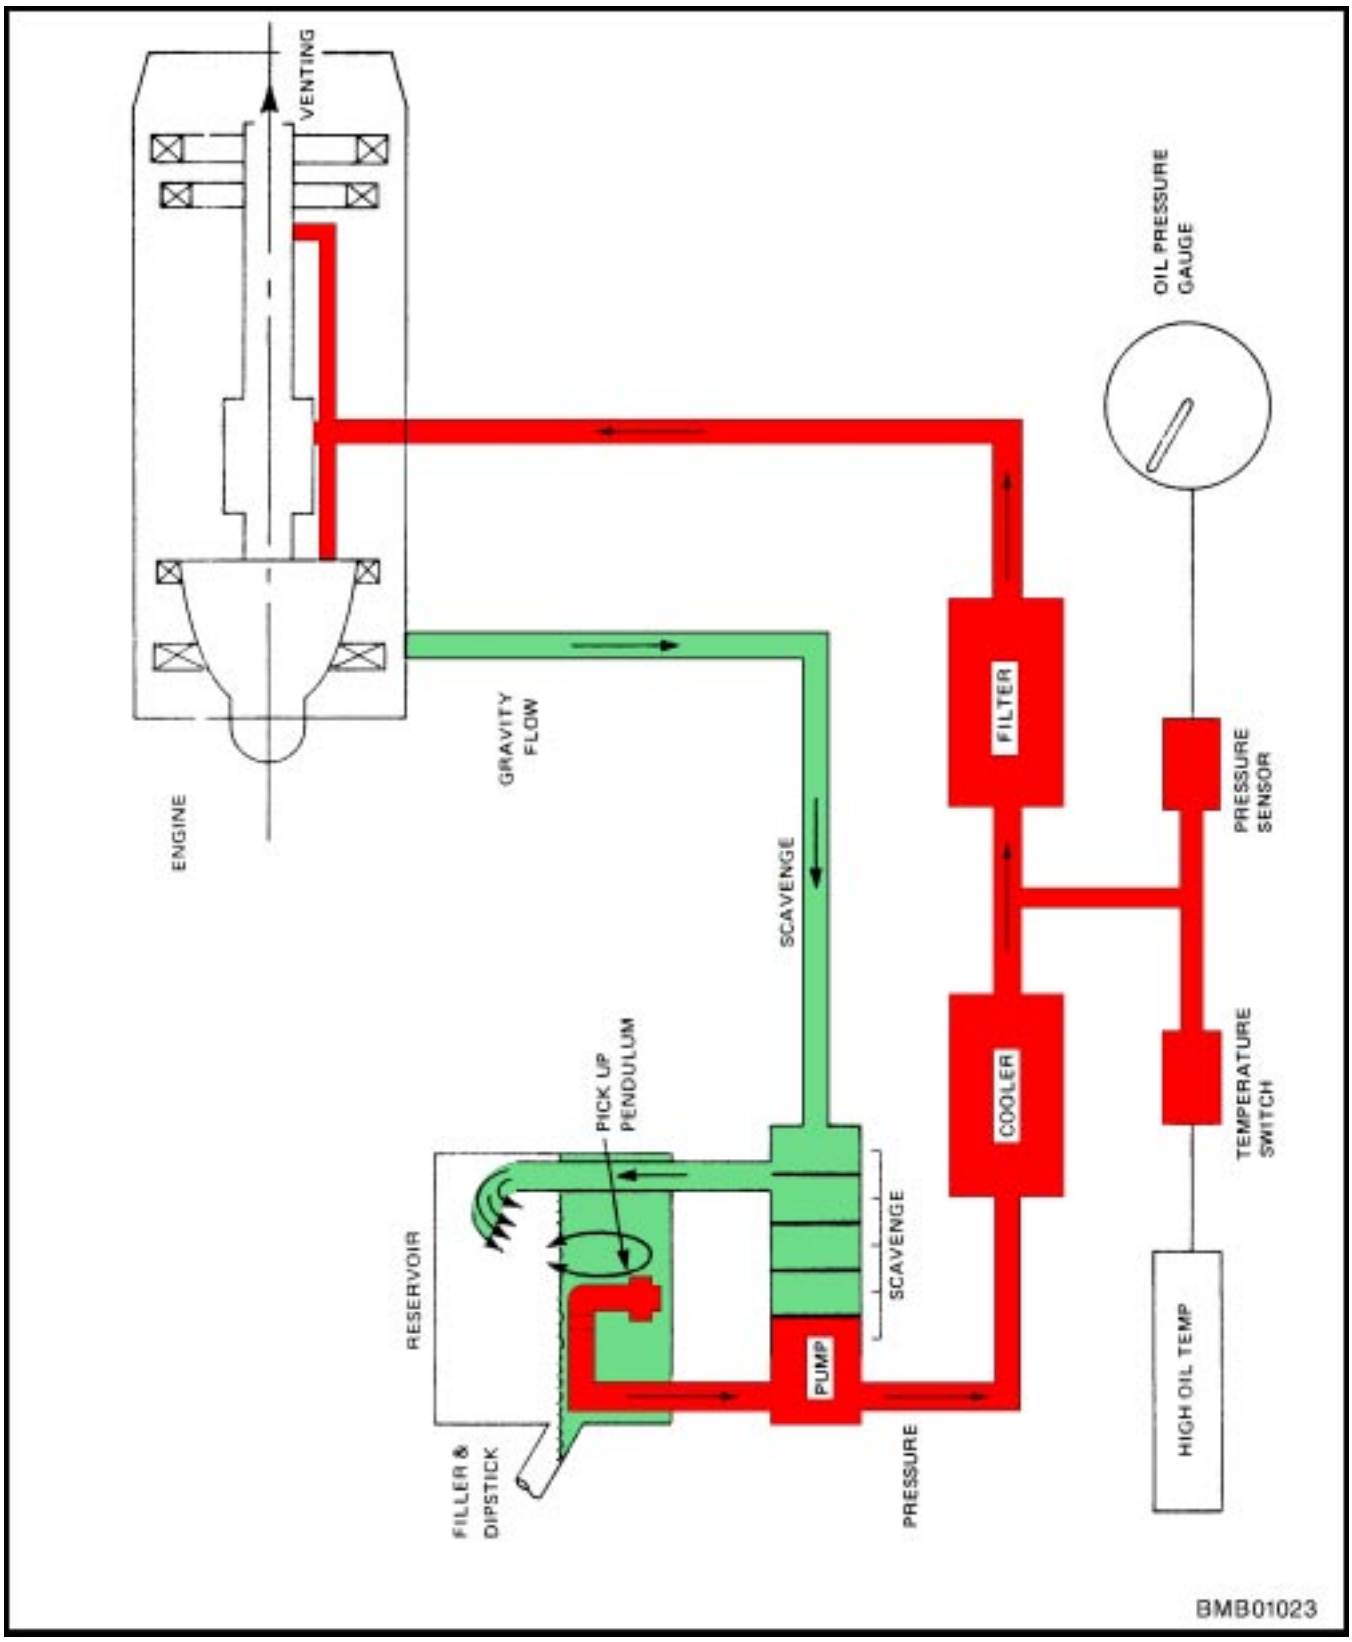

Figure 1-8 Oil System – Schematic
49. Engine lubrication is provided by a self-contained pressure-type oil system (Figure 1-8). Engine oil is pumped via a multi-element, vane-type pump (one element pressure, five elements scavenge) from an oil tank through an oil cooler and filter to lubricate the engine bearings, power take-off (PTO) gearbox, the transfer gearbox, and the accessory drive gearbox. It is returned to the oil tank via a dwell chamber within the tank by scavenge elements of the pump. Oil for the pressure element is picked up by a pendulum, which is prevented from contacting the forward wall of the oil tank by two stops (one on the top and one on the bottom of the oil tank). Provided that the aircraft is not inverted from a nose-down position of 8 degrees or greater, the pendulum will continue to deliver oil to the pump during inverted flight. Air picked up during the movement of the pendulum is vented to the atmosphere through small holes in the compressor drive shaft and the turbine retaining nut. The air passes from the holes into the turbine casing and finally into the exhaust system. During entry and exit to inverted flight, oil pressure fluctuations can be expected to occur, accompanied by the loss of small amounts of engine oil. The oil tank is located on the forward right side of the engine. The filler cap, with an integral dip-stick, is located under an access panel to the right of the fuselage centre line, forward of the fuselage break. An oil-to-fuel heat exchanger cools the oil. The system is fully automatic. The capacity of the oil reservoir is 7 Imperial pints (4 litres). For further information and flight restrictions/limitations, refer to Part 4.